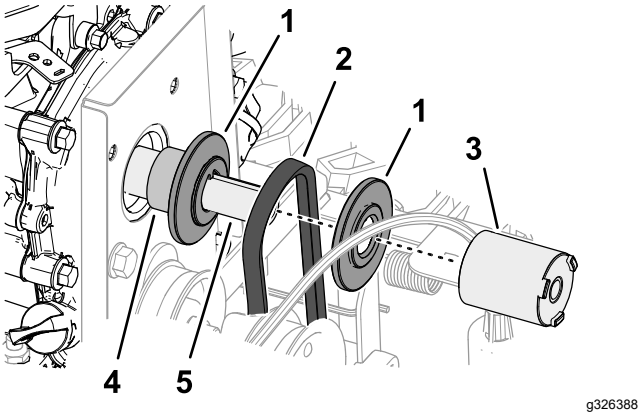

Figuur 50
2. Aan de bovenkant van de machine: plaats de tractie-aandrijfriem in de groef van de tractiepoelie, en schuif de tractie-aandrijfriem over de krukas van de motor (Figuur 50).